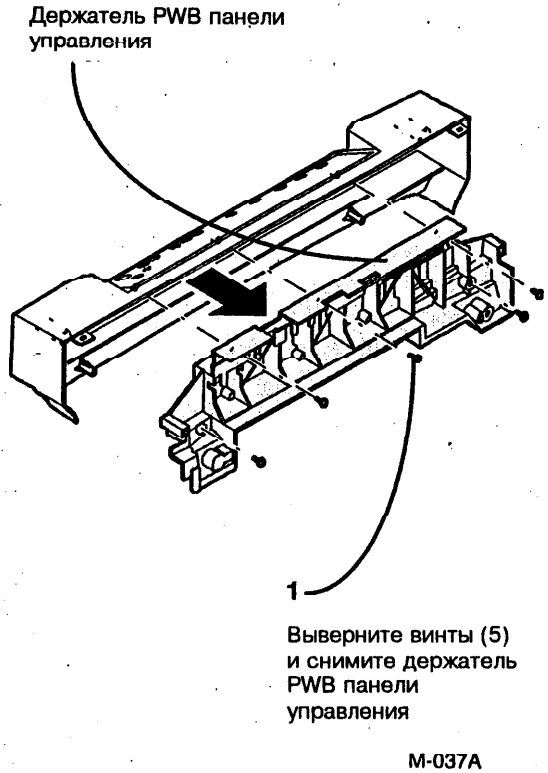

Рис. 2. Снятие держателя печатной платы панели управления
3. (Рис. 2): Снимите держатель печатной платы панели управления.